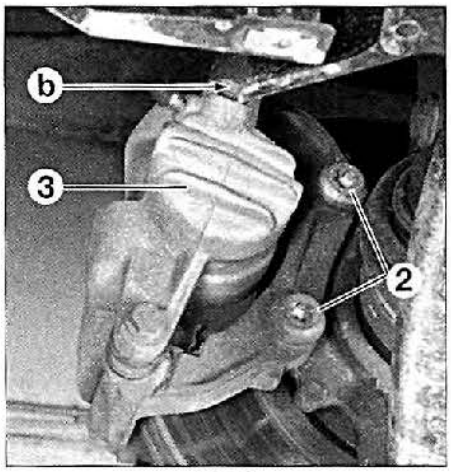

FIG. 8
• Desmontar la tuerca (1).
• Separar el rácor tubo en "b" (fig. 8).
- los tornillos (2)
- la pinza de freno con su soporte (3).
- los tornillos (2) (fig. 8).